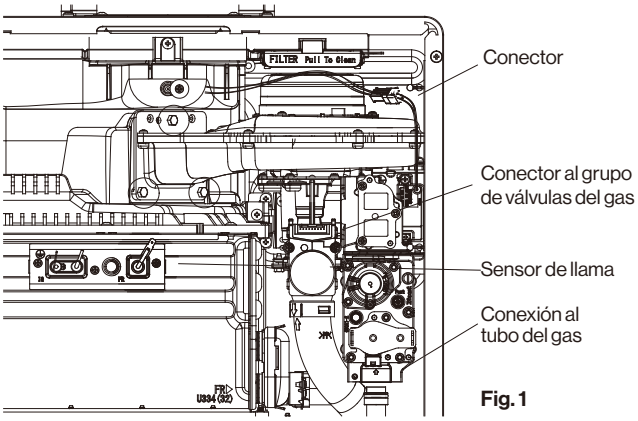

Fig. 1
1. Soltar los conectores indicados en la Fig. 1 y el conector del sensor de la llama.